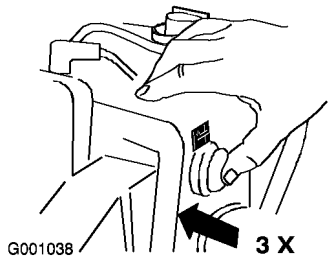

Figur 29
6. Snapsa genom att trycka in knappen ordentligt med tummen tre gånger, och hålla in knappen en sekund vid varje tryckning innan du släpper den igen (Figur 29).